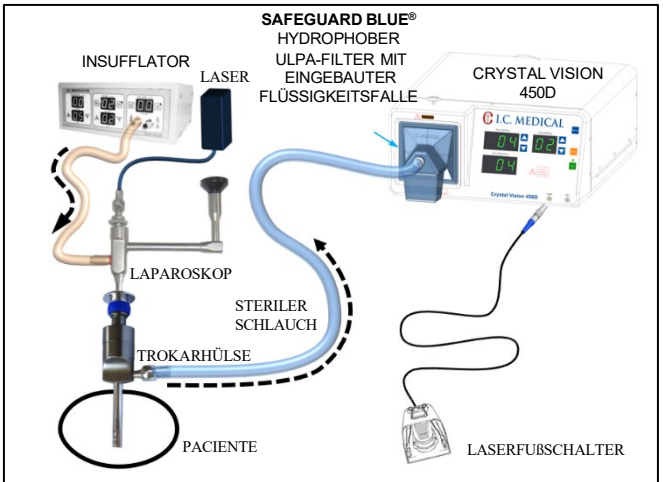

Abbildung 20: Einrichtung für Laparoskopie bei Verwendung vom CO_2 Laser und von dem Crystal Vision-Gerät
2. Installieren und verbinden Sie den intraabdominalen Schlauch an einem Ende mit Crystal Vision und am anderen Ende mit der KANÜLE (TROKAR). Siehe Abbildung 20.